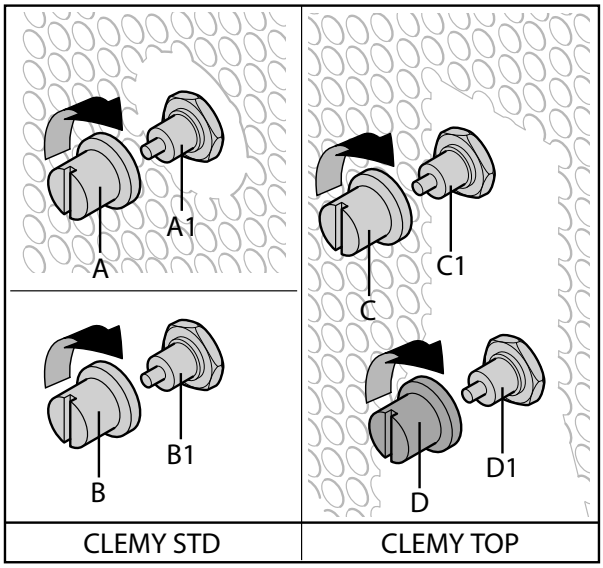

Fig. 7.7.9
3) per riarmare la stufa (Fig. 7.7.9) operare come segue:
3) to reset the stove (Fig. 7.7.9) do the following:
3) Gehen Sie, um den Heizofen zurückzusetzen (Abb. 7.7.9) wie folgt vor: